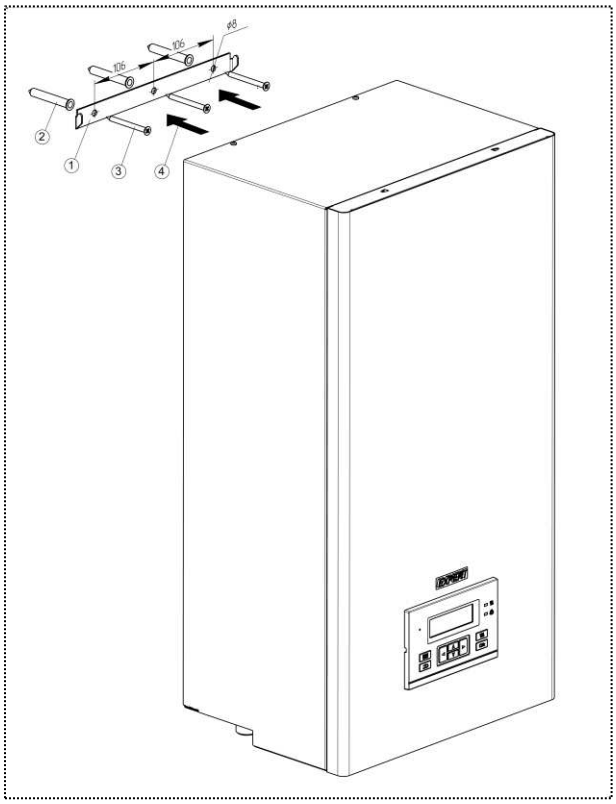

Рисунок 4. Установка прибора на вертикальное основание
5.1.2 Выполните разметку отверстий в стене под крепление кронштейна (закладной) в соответствии с рис.4